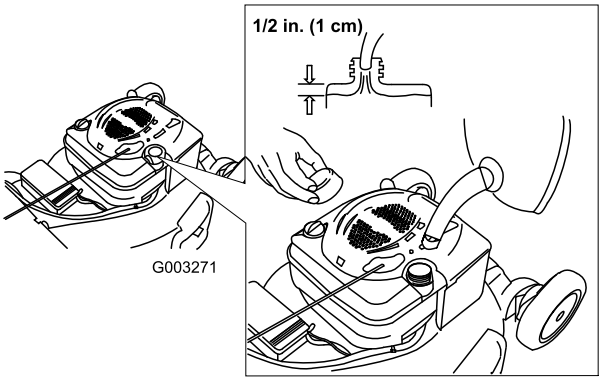

Figur 9
1. Rengør området omkring brændstoftankens dæksel, og fjern dækslet fra tanken (Figur 9).